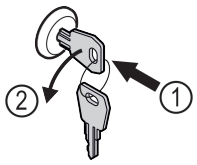

Fig. 161
▶ Introduceți cheia prin apăsare. *Fig. 161 (1)*
▶ Rotiți cheia cu 90° în sens invers acelor de ceasornic. *Fig. 161 (2)*